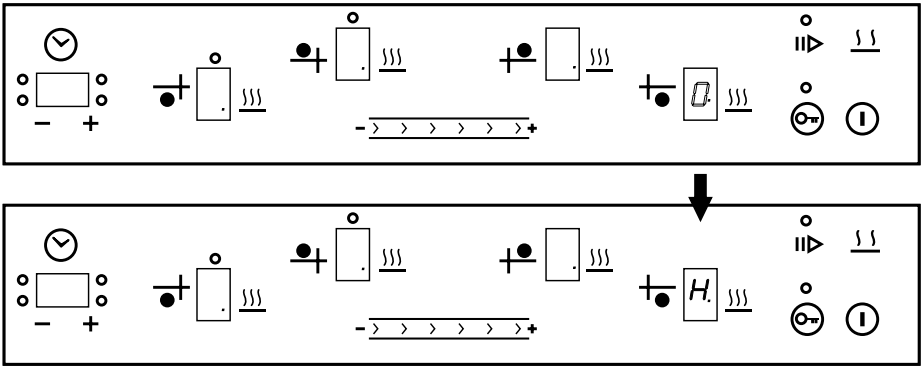

Рис. 7
После выключения конфорки в окне индикации ③ (рис. 7) высвечивается буква «**Н**» (от англ. hot – «горячий»). Индикация «**Н**» гаснет, когда температура рабочей зоны становится безопасной.